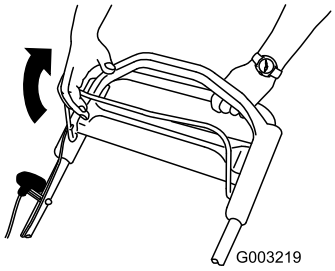

Bild 13
1. Ziehen Sie den Schaltbügel gegen den Griff (Bild 13).